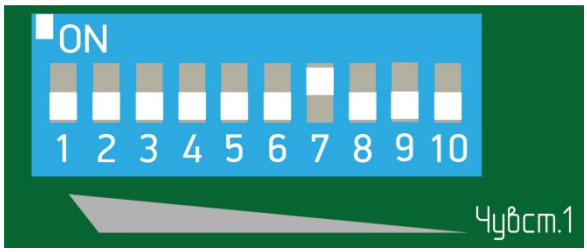

Рисунок 7.31
– при отсутствии тревожного извещения увеличить чувствительность, установив флажок 7 переключателя регулировки чувствительности в положение «ON» (верхнее положение), все остальные флажки в нижнее положение (рисунок 7.31) и повторить попытки несанкционированного проникновения через заграждение по выше указанной методике.